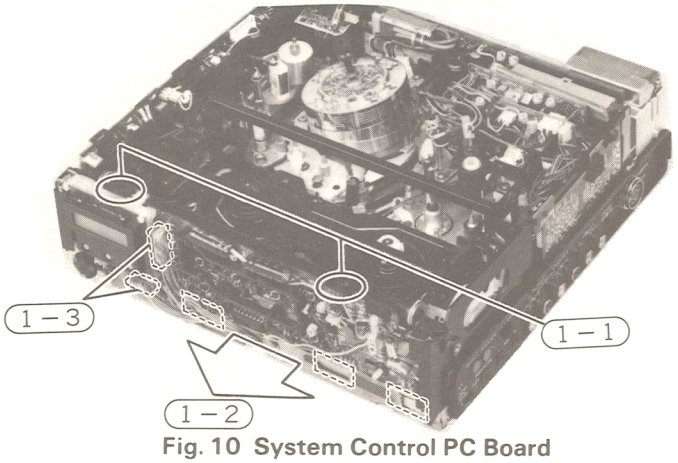

Fig. 10 System Control PC Board
1. System control PC Board (Fig. 10)